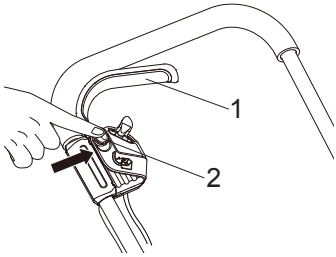

Fig.12
> Prima o botão de segurança (2) e segure-o na posição (Fig. 12).